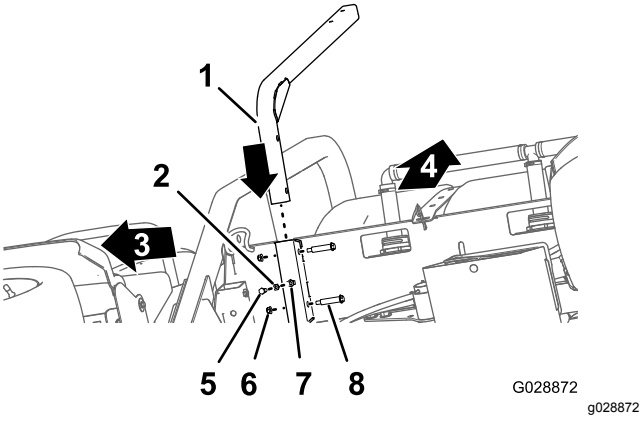

Figur 35
1. Ret støtterøret til tanken med rent vand ind efter tankens støttekanal (Figur 35).
2. Ret hullerne i støtterøret ind efter hullerne i kanalen (Figur 35).
3. Fastgør røret til kanalen (Figur 35) med de to ansatsbolte og 2 låsemøtrikker (⅜").
4. Skru kontramøtrikken (⅜") i bolten (⅜" x 1"). Se Figur 35.
5. Skru bolten og kontramøtrikken i svejsemøtrikken i bunden af tankens støttekanal, og stram bolten og kontramøtrikken (Figur 35).